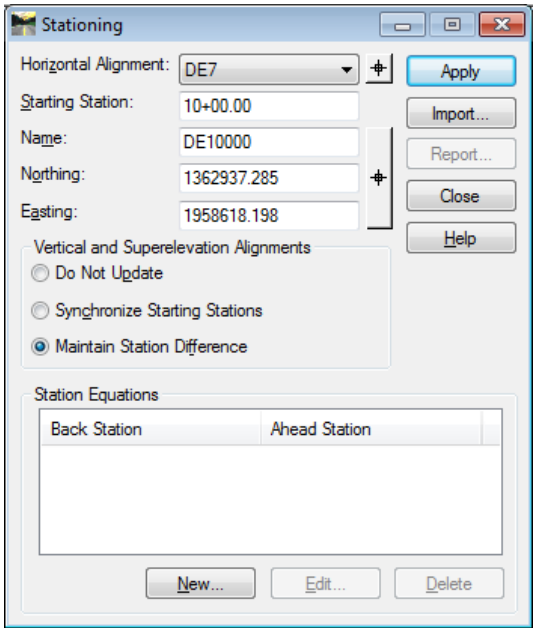

Figure L3-16 Stationing
23.	**Station Alignment DE7 to Begin at Station 1+00.00** • Select **Geometry ► Horizontal Curve Set ► Stationing**. The **Stationing** dialog opens as shown in *Figure L3-16*. *Opens the Stationing dialog box.*